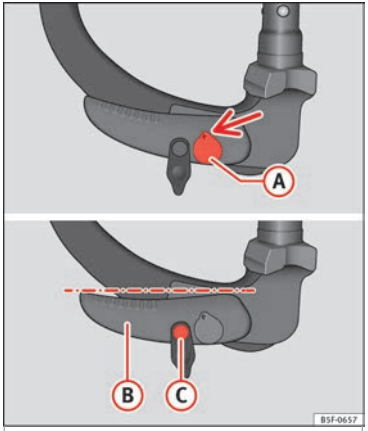

Fig. 216 Posición de reserva: posición de la palanca y el perno de desbloqueo
- La llave (A) ››› **fig. 216** se encuentra en la posición desbloqueada (la parte agujereada de la llave se muestra hacia arriba).
- La palanca (B) ››› **fig. 216** se encuentra en la posición inferior.
- Se puede mover el perno de desbloqueo (C) ››› **fig. 216**.